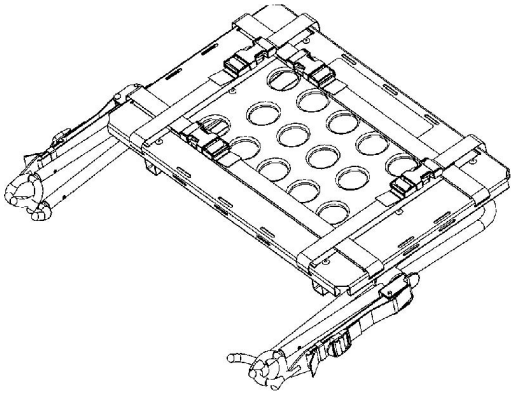

Abbildung 54
1. Die Defibrillatorplattform, wie in Abbildung 54 dargestellt, in Lagerungsposition bringen.